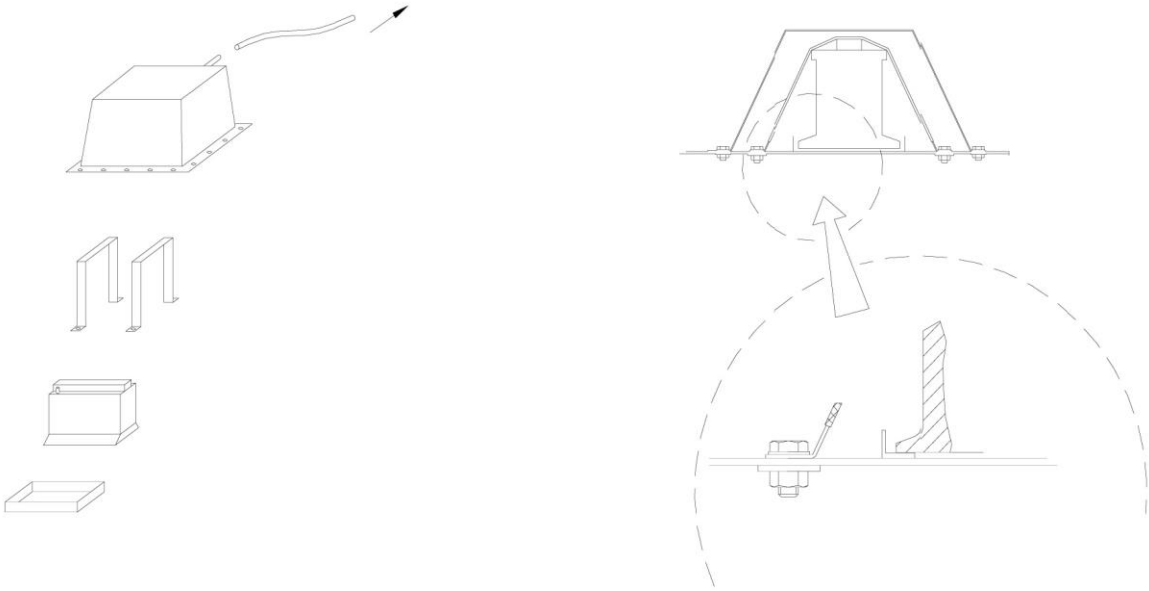

Рис. 3
11.2. В случае переноса аккумуляторной батареи (АКБ) из оригинального места размещения в другое, она должна либо находится в багажнике, отделённом от салона (от места водителя и пассажира) сплошной металлической перегородкой, либо быть закрыта таким образом, чтобы избежать короткого замыкания либо утечек электролита. В любом из вариантов она должна быть прикреплена к кузову с использованием металлического гнезда и двух металлических хомутов с изолированным покрытием, прикреплённых к основанию болтами и гайками (Рис. 3). Для крепления данных хомутов должны быть использованы болты диаметром не менее 10 мм, под каждым болтом должна размещаться контршайба толщиной не менее 3 мм, покрывающая не менее 20 см^2 площади кузова. АКБ (кроме батарей сухого и гелевого типа), расположенная в едином объёме с салоном (местом водителя и пассажира), должна быть закрыта кожухом / коробом, предохраняющим от утечек и закреплённым независимо от типа АКБ.